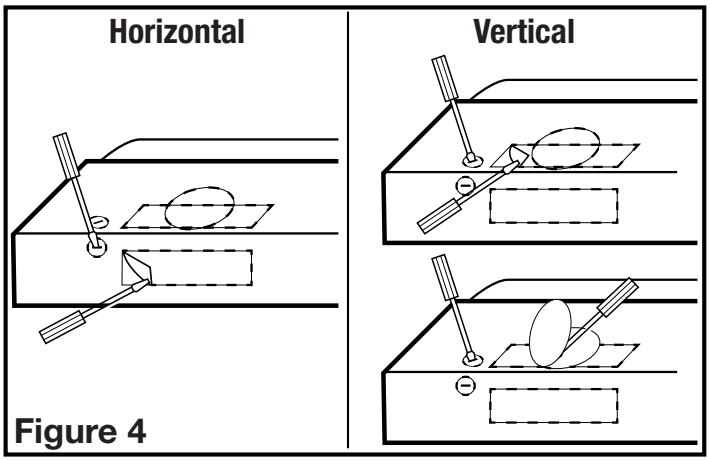

Figure 4
2a. **Horizontal ou Vertical** - Enlever l'alvéole défonçable en insérant un tournevis sous le contour et casser les attaches qui le retiennent en place. Peler avec des pinces **(Figure 4).**
2b. **Rond de 17,78 cm (7 po)** - enlever l'alvéole défonçable située sur le dessus de la hotte en insérant un tournevis sous le rebord et briser les attaches qui la maintiennent en place. Peler avec des pinces **(Figure 4)**.
3. Déterminer où le service électrique entrera dans la hotte et enlever les alvéoles défonçables électriques appropriées en insérant un tournevis dans la fente et en en le repliant vers l'avant et l'arrière jusqu'à ce que les alvéoles deviennent lâches **(Figure 4).**